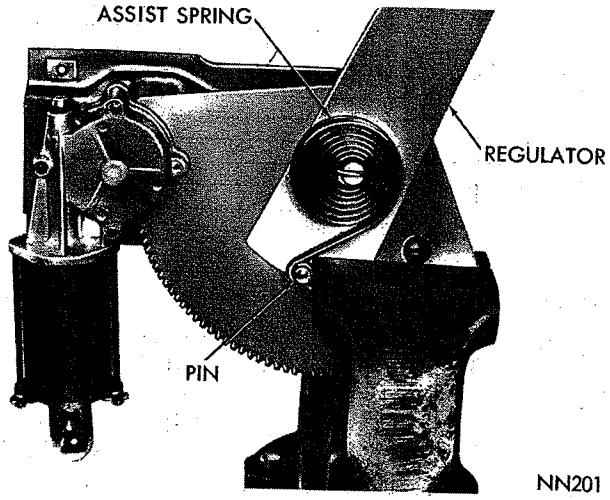

**Fig. 75—Locking Regulator Linkage in Position**
**Whenever it is necessary to remove the motor from the regulator, it is imperative the linkage be clamped in a vise (Fig. 75) to lock it in place. Failure to do this allows the assist spring to drive the mounting bracket around the lift pivot.**